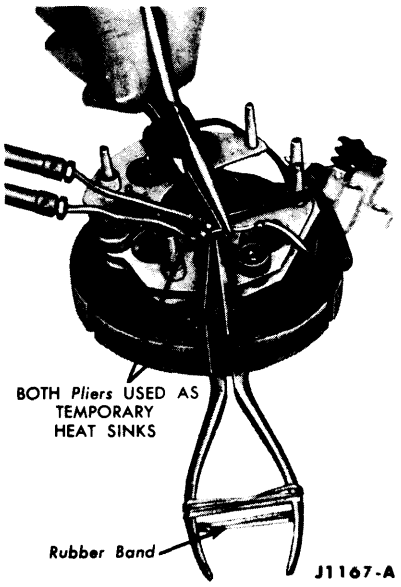
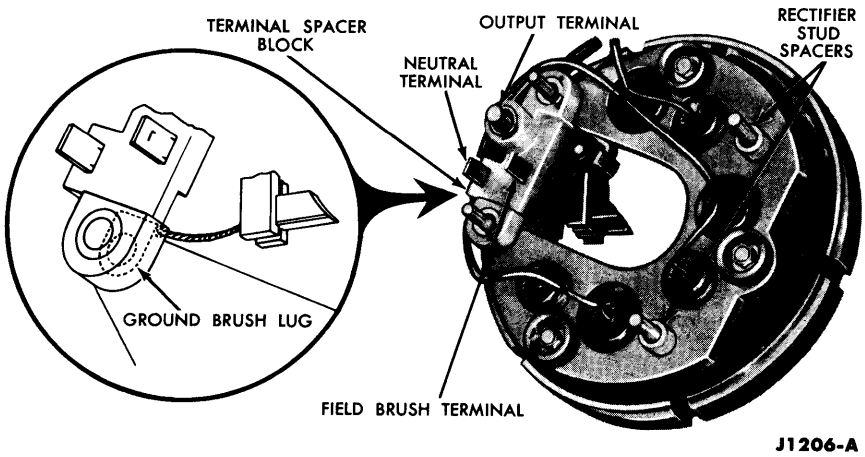

FIG. 44—Soldering Diode Leads
FIG. 49—Stator, Heat Sink and Terminal Spacer Block Assembly
8. If either diode plate is being replaced, carefully unsolder the leads from the diodes (Fig. 44). Use only a 100 watt soldering iron. Leave the soldering iron in contact with the diode terminals only long enough to remove the wires. Both pliers are used as temporary heat sinks in order to protect the diodes. Excess heat can damage a good diode.
6. If a new diode plate is being installed, mount the two plates together so that they are insulated from each other (insulating spacer between the plates and cupped insulator under the screw head, as shown in Fig. 49). Solder the wire leads to the diodes as shown in Fig. 44, in order to avoid excessive heat to the diode. Use only a 100 watt iron.
7. Insert the new field brush terminal blade into the slot in the terminal spacer block with the brush pig-tail extending toward the brush holder pivots (Fig. 49).
8. Install the brush holders and brush spring to the terminal block, then position the brushes in the brush holders (Fig. 49).
9. Solder the neutral wire to the neutral terminal. Position the terminal spacer block assembly on the rectifier plate mounting studs, with the ground brush lug over the mounting stud farthest from the output terminal as shown in Fig. 49.
10. Place the spacers on the rectifier mounting studs farthest from the terminal block (Fig. 49).